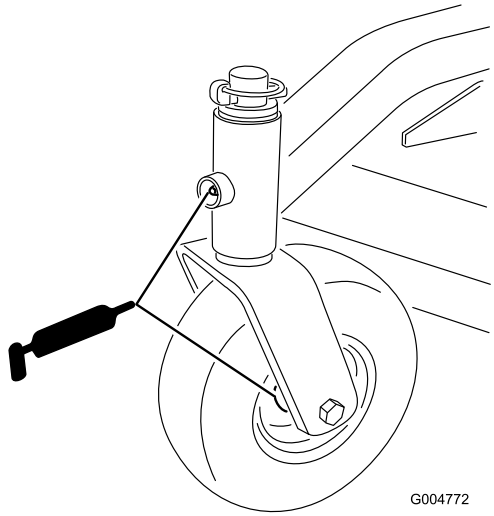

Figur 15
- fremre styrespindelhylser (Figur 15)
- fremre og bakre styrehjullagre (Figur 15)